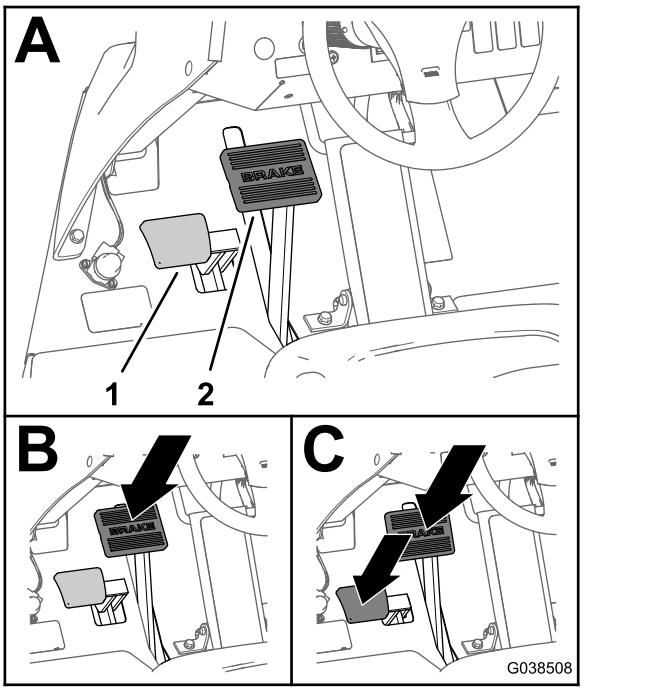

Figur 19
1. Tryck ned fotbromspedalen (Figur 19).
2. Tryck ned parkeringsbromspedalen samtidigt som du trycker ned fotbromspedalen (Figur 19).